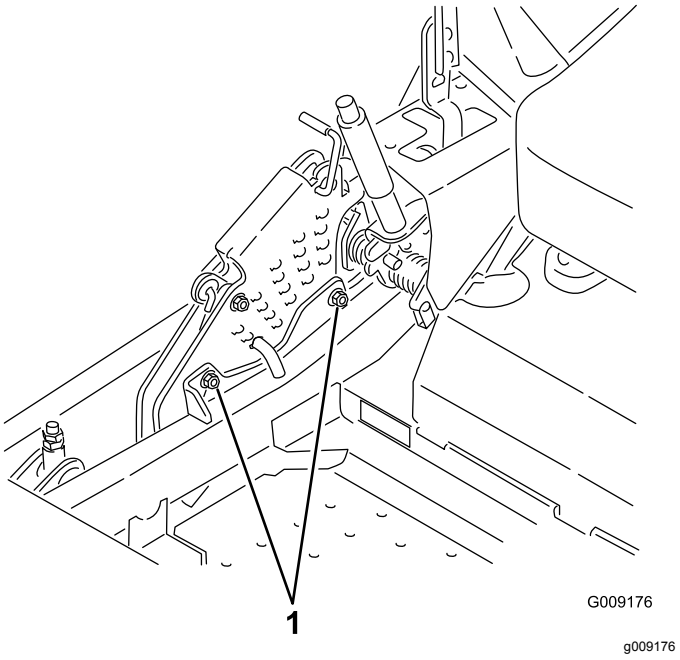

Figur 99
12. Lossa de två skruvarna längst ned på klipphöjdsplattan för att justera enkelpunktssystemet (Figur 99).
14. Dra åt de två skruvarna som sitter längst ner på klipphöjdsplattan (Figur 99).